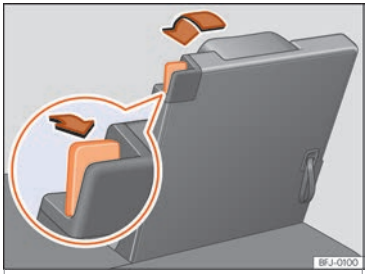

Fig. 157 Terza fila di sedili: collocare il sedile in posizione di piano di carico.
- Tirare la leva di sbloccaggio ››› fig. 157 completamente all'indietro per sbloccare lo schienale del sedile.
- Tirare la maniglia flessibile situata nello schienale del sedile ››› fig. 157 per sollevare lo schienale. **OPPURE**: sollevare lo schienale del sedile con la mano dall'abitacolo.
- La tacca rossa sulla leva di sbloccaggio ››› fig. 157 non dovrà essere visibile.
- Una tacca rossa nella leva di sbloccaggio ››› fig. 157 indica che lo schienale non si è agganciato. Se lo schienale è ben agganciato, la tacca non è visibile.